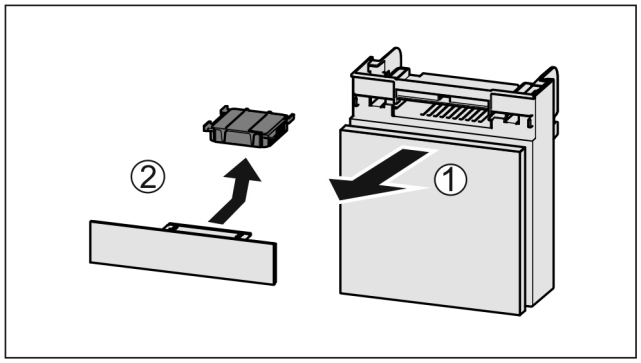

Fig. 169
▶ Extraire le compartiment par l'avant *Fig. 169 (1)*.
▶ Sortir le filtre à charbon actif *Fig. 169 (2)*.